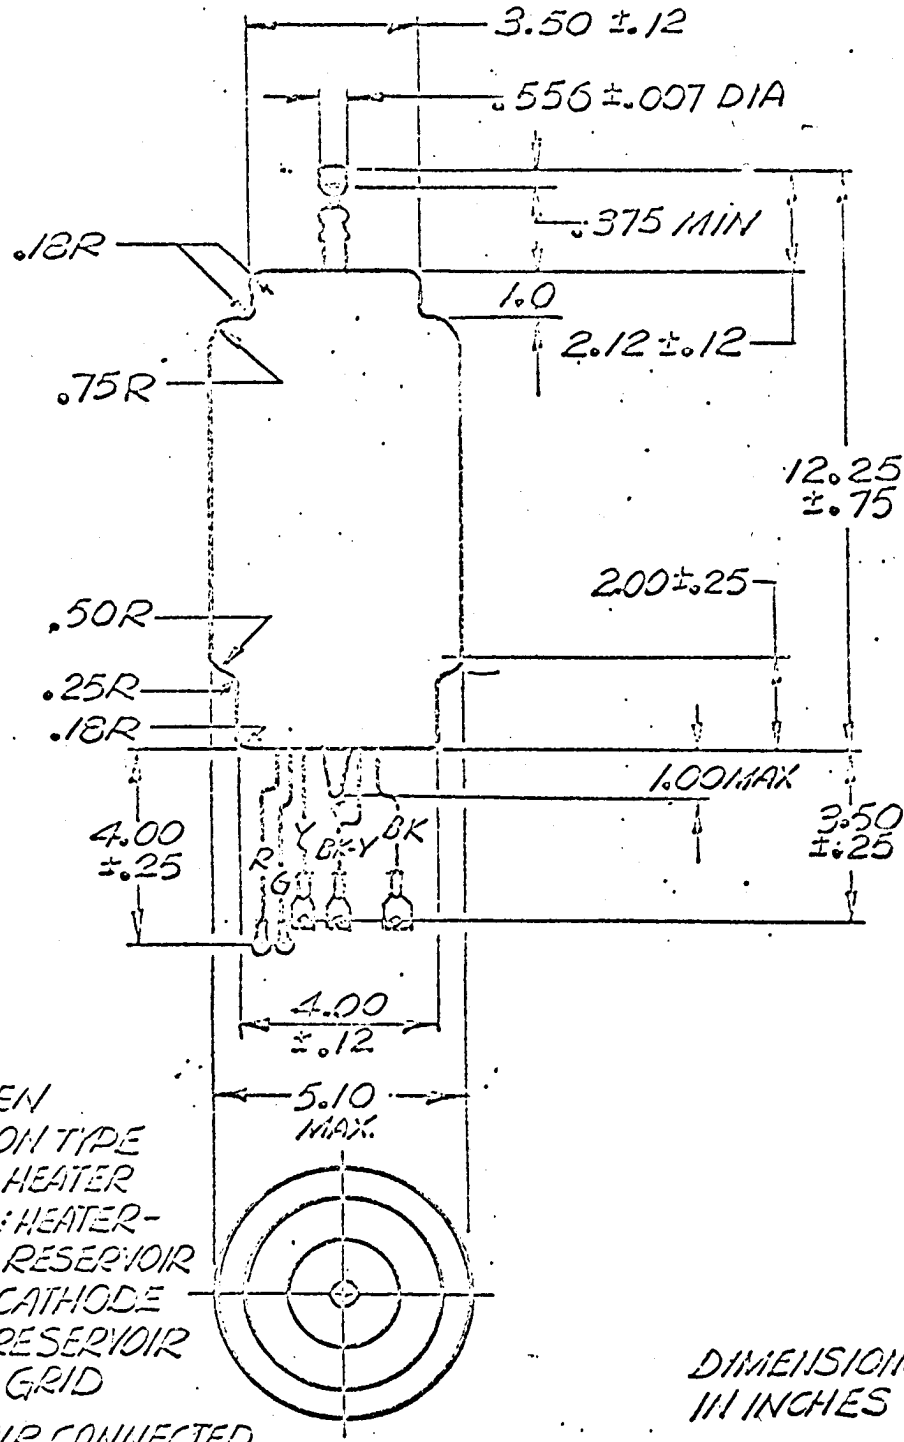

FIGURE 1. ELECTRON TUBE TYPE USAF KU-54
**Base: Per Outline, Figure 1 **Cathode: Unipotential, tied to Midpoint of Heater
Mounting Position: Vertical Only, Base Down **Dimensions: Per Outline, Figure 1
Note 16: The heater-reservoir lead shall be terminated in a 70 ampere soldering lug with a 1/4 inch screw hole. The other heater and the cathode lead shall be terminated in a 50 ampere soldering lug with a 3/16 inch hole. Reservoir and grid leads shall be terminated in 25 ampere soldering lugs with 3/16 inch screw holes. The lugs shall be permanently identified with symbols as follows: "G"--Grid, "K"--Cathode, "H"--Heater, and "R"--Reservoir. For lead length, see outline drawing, Figure 1.